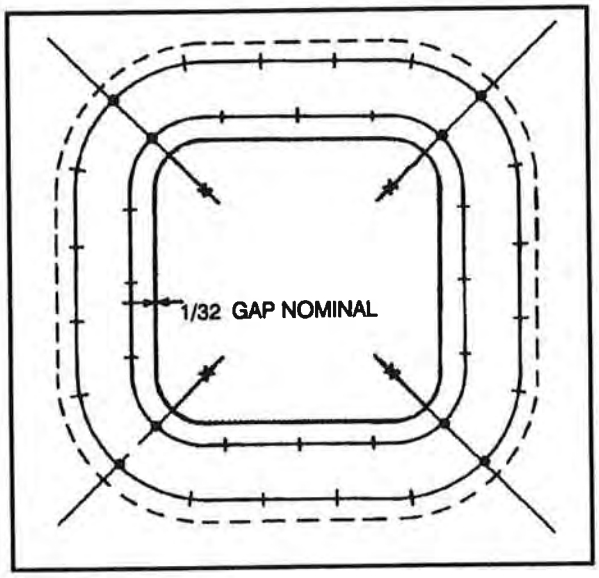

Figure 8-24. Filler cut to 1/64-inch clearance
- Cut the filler and fit it into the damaged cutout with 1/32 ± 1/64-inch clearance (Figure 8-24). This is a general rule of thumb for filler gaps; some aircraft repairs require up to 1/16-inch gap.